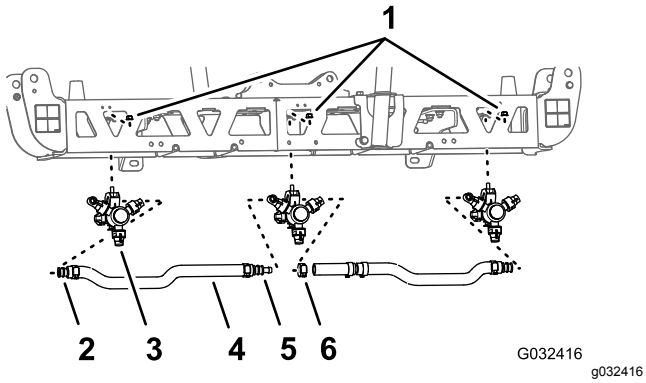
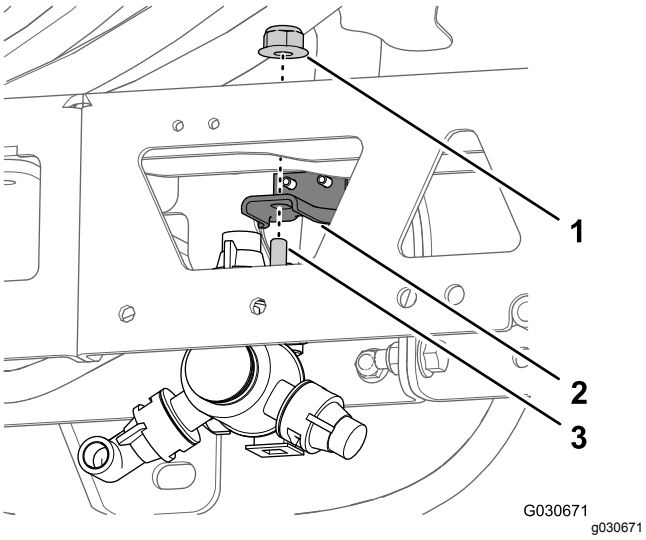

Figur 48
Figur 49
1. Ved midtersprøjtesektionen afmonteres flangelåsemøtrikken, der fastgør sprøjtedysen til dyseholderen (Figur 48 og Figur 49).
3. Afmonter dysen fra midtersprøjtesektionen (Figur 48 og Figur 49).
5. Afmonter slangerne (3/4 tomme indvendig diameter), modhageslangeskafterne, klemmerne og T-stykket med modhage fra midtersprøjtesektionen (Figur 48).